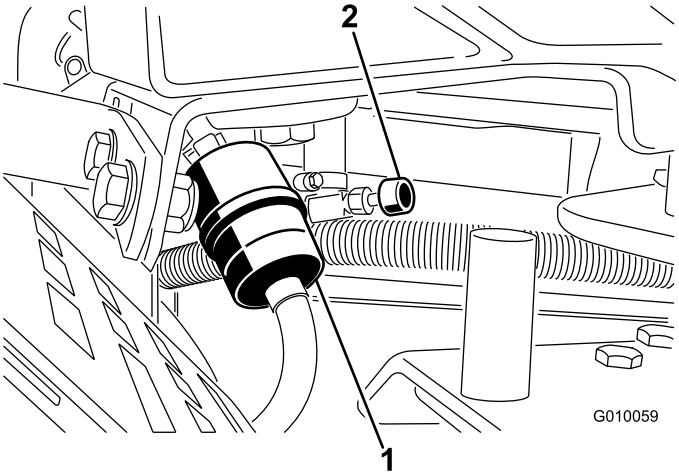

**Rysunek 51**
2. Zamknij zawór odcinający dopływ paliwa (Rysunek 51).
3. Ściśnij końce obejm przewodu i odsuń je od filtra (Rysunek 51).
5. Zamontuj nowy filtr i przesuń obejmy przewodu w pobliże filtra (Rysunek 51).
7. Otwórz zawór odcinający dopływ paliwa (Rysunek 51).
3. Poluzuj zacisk przewodu na filtrze paliwa i przesuń go w górę przewodu paliwowego, odsuwając go od filtra (Rysunek 51).
4. Zsuń przewód paliwowy z filtra paliwa (Rysunek 51). Otwórz zawór odcinający dopływ paliwa i poczekaj, aż benzyna spłynie do kanistra lub do miski drenażowej.
5. Zainstaluj przewód paliwowy na filtrze paliwa. Przesuń zacisk przewodu blisko filtra paliwa w celu zamocowania przewodu paliwowego (Rysunek 51).